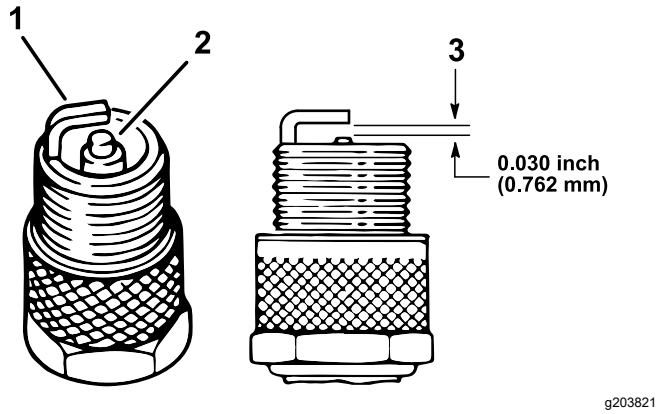

Figur 38
4. Kontroller tilstanden til elektroden på siden, elektroden i midten og elektrodeisolatoren i midten for å sikre det ikke er skader (Figur 38).
5. Still inn elektrodeavstanden mellom midten og siden på elektrodene til 0,762 mm, som vist i Figur 38.